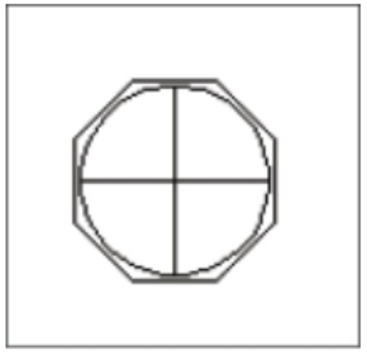

Figure-74. Stop button attached to cursor
- Select the component with description **STOP** and click on the **Insert** button. The icon will get attached to the cursor; refer to Figure-74.